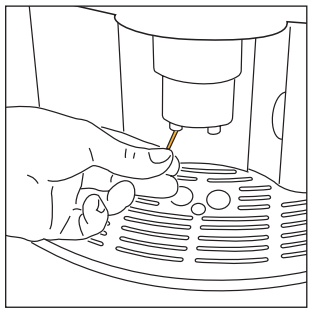

Abb.28
- Überprüfen, dass die Öffnungen des Kaffeeauslaufs nicht verstopft sind. Zum Säubern derselben, mit einer Nadel den sich abgesetzten Kaffee entfernen (Abb. 28).